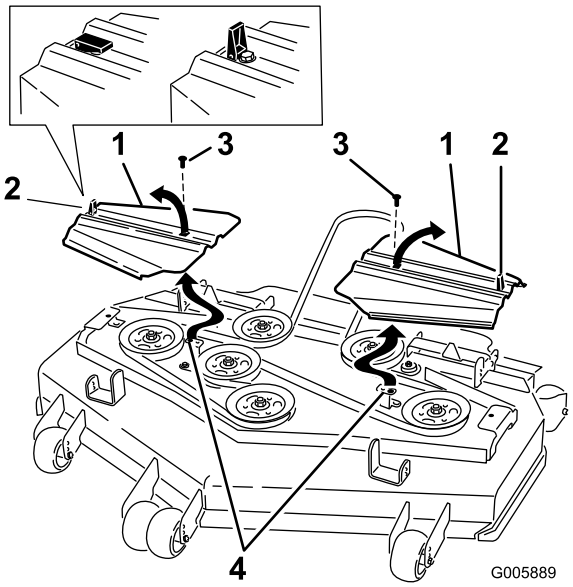

Figuur 52
12. Plaats de drijfriemkappen met de lippen in de sleuven. Monteer de schroeven en maak de sluitingen vast (Figuur 52).